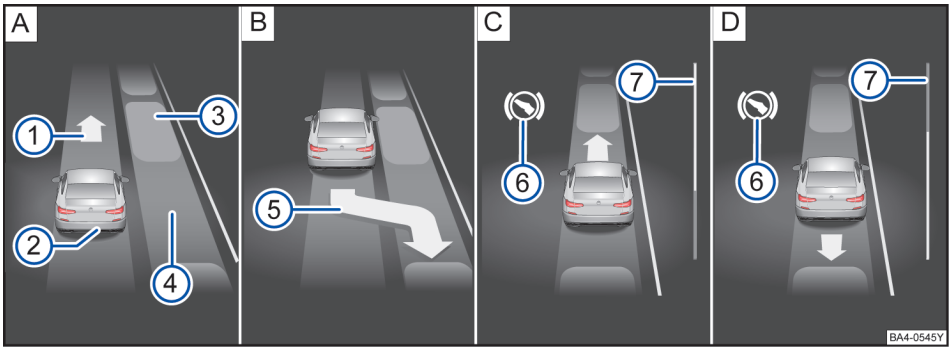
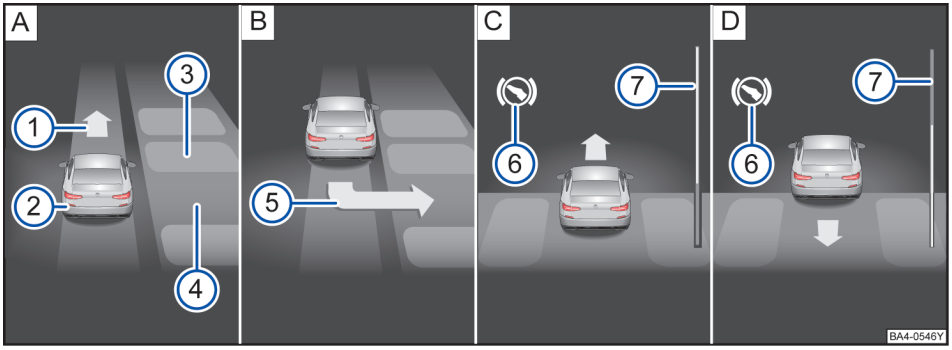

图 158 组合仪表显示屏上：向后纵向驶入泊车。[A] 寻找停车位，[B] 识别到停车位并倒车，[C] 提示踩下制动踏板并向前行进，[D] 提示踩下制动踏板并向后行进
图 159 组合仪表显示屏上：向后横向驶入泊车。[A] 寻找停车位，[B] 识别到停车位并倒车，[C] 提示踩下制动踏板并向前行进，[D] 提示踩下制动踏板并向后行进
→图 158 或 →图 159 的图例：
在组合仪表的显示屏中，进度条显示→图 158 ⑦ 或 →图 159 ⑦ 以符号方式呈现出待行驶的相对距离。距离越长，进度条上的填满状态越大。向前行驶时，进度条的填满部分往上递减，倒车行驶时，进度条的填满部分往下递减。
- 确认推荐的泊车模式位为所需的泊车模式后（必要时进行切换），按照组合仪表显示屏中的指示挂入倒挡。→图 158 [B] ⑤ 或 →图 159 [B] ⑤。
– 如显示屏提示向前行驶，请挂入 D 挡或 1 挡。并控制车速，向前行驶，直至泊车雷达系统发出警报音，或按照显示屏上的提示操作。→ 图 158 C 和→ 图 159 C
– 如显示屏提示向后行驶，请挂入倒挡。并控制车速，向后行驶，直至泊车雷达系统发出警报音，或按照显示屏上的提示操作。→ 图 158 D 和→ 图 159 D